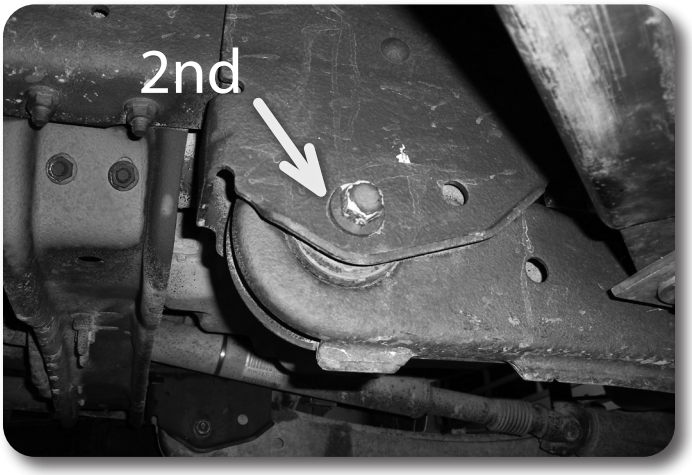

Figure 16
34. Starting with the passenger's side, 1st remove the upper radius arm mounting bolt at the axle. 2nd, remove the radius arm bolt at the frame and lower the radius arm from the frame bracket. 3rd, remove the lower mounting bolt at the axle and remove the radius arm from the vehicle. Figure 16 Save hardware.